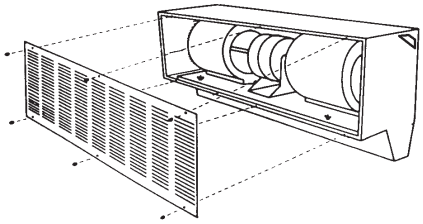

**Figure 2 - Removing Air Intake Grille**
4. Unscrew six (6) knurled nuts and remove air intake grille. (See Figure 2.)